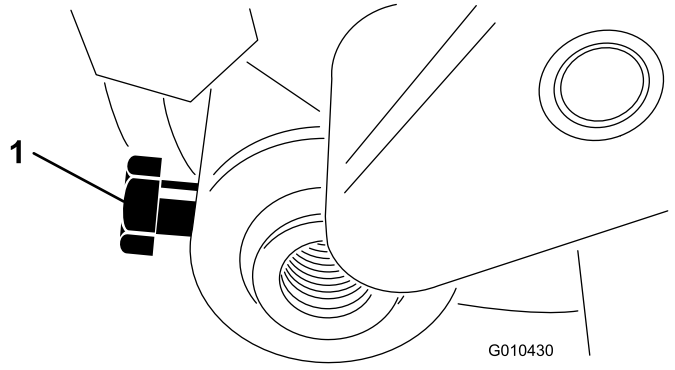

図 16
9. 左側アジャスタアームアセンブリにローラのシャフトを差し込んでボルトM6–1 x 12 mmで図 16のように仮止めする。
4. 左右のアジャスタアームの中央にローラの位置出しをし、取り付けボルトを締め付ける図 16を参照。